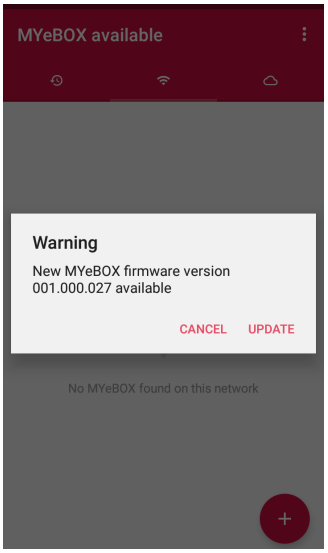

Figure 25: MyEBOX application screen indicating a new version.
5.- Once the device is connected to the application, it is necessary to check whether there is a later version of the device's firmware. If there is a new firmware version, the application will display the message in **Figure 25**